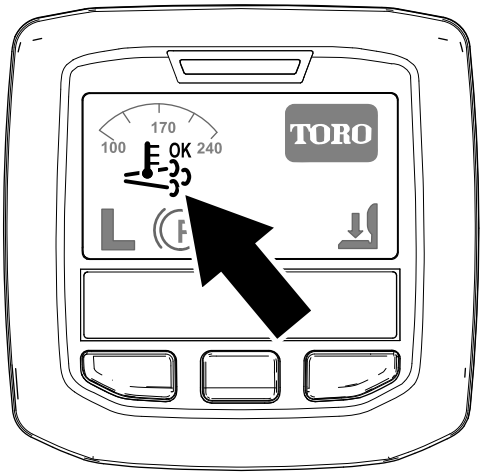

Rysunek 24
- Ikona regeneracji wspomaganej/z resetowaniem jest wyświetlana na InfoCenter (Rysunek 24).